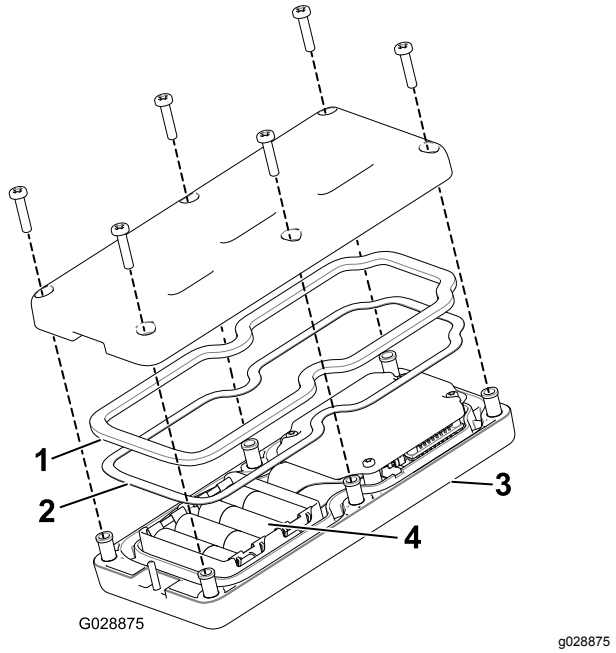

Figuur 46
3. Verwijder de 6 schroeven van de achterkant van het bedieningspaneel en verwijder het deksel (Figuur 46).
5. Let op de polariteit van de batterijen terwijl u de nieuwe plaatst. (Als de batterijen onjuist worden geplaatst, raakt de eenheid niet beschadigd, maar ze zal niet meer functioneren). Op het draagtoestel staat de polariteit van de contacten aangegeven (Figuur 46).
6. Als u per ongeluk de rubberen afdichting en de stalen pakking hebt verwijderd, moet u ze zorgvuldig terug plaatsen in de groef in het bedieningspaneel (Figuur 46).
7. Plaats het deksel terug en bevestig het met de 6 schroeven die u eerder hebt verwijderd (Figuur 46) en draai deze vast met een torsie van 1,5 tot 1,7 N·m.